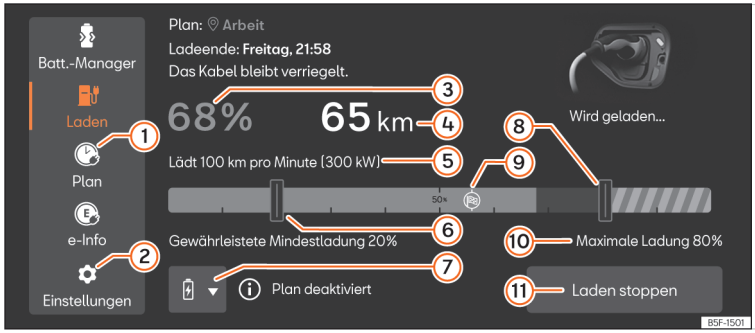

Abb. 64 Im Infotainment-System: Hauptmenü Laden.
2. Drücken Sie die Taste ⚙ (2) ››› (Abb. 64).